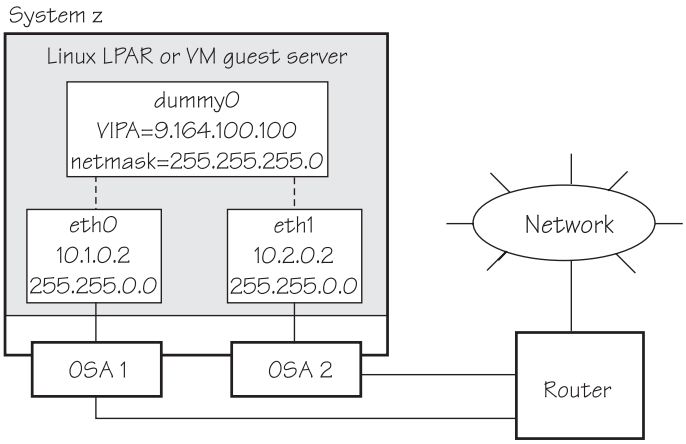

Figure 23. Example of using Virtual IP Address (VIPA)
- Static routing (shown in the example of Figure 23 on page 128).
Figure 23 shows the network adapter configuration used in the example.